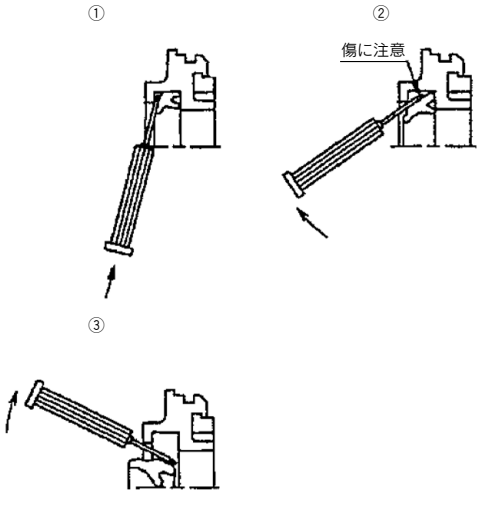

図2　ロッドパッキン取り外し方法
b. カラーの前側から図2のように精密ドライバーなどを差し込み抜き取ります。